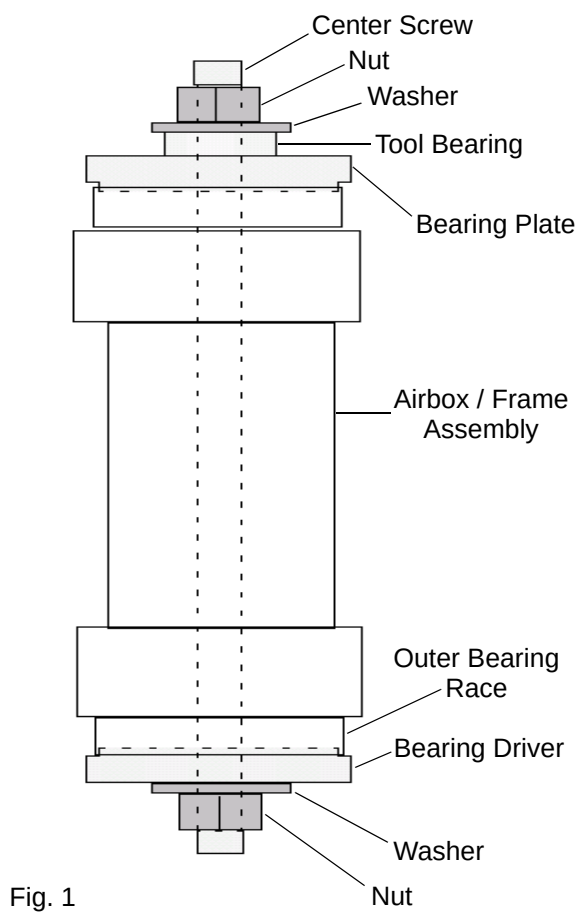

Fig. 1
3. Load lower bearing race onto special tool with tapered side facing DOWN (Fig. 1).